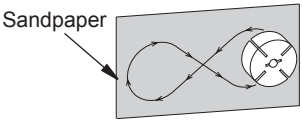

Figure 33 - Sanding Rotor
12. Place fine grade sandpaper (600 grit) on flat surface. Sand rotor lightly in “figure 8” motion four times (see Figure 33).